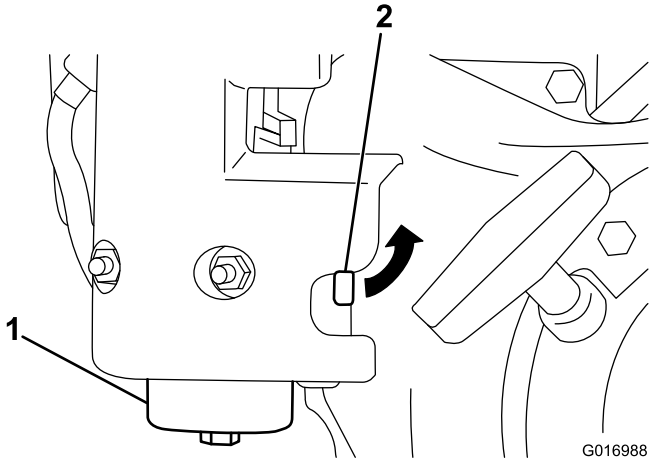

Figur 28
1. Steng drivstoffventilen, og skru av bollen fra filteret (Figur 28).